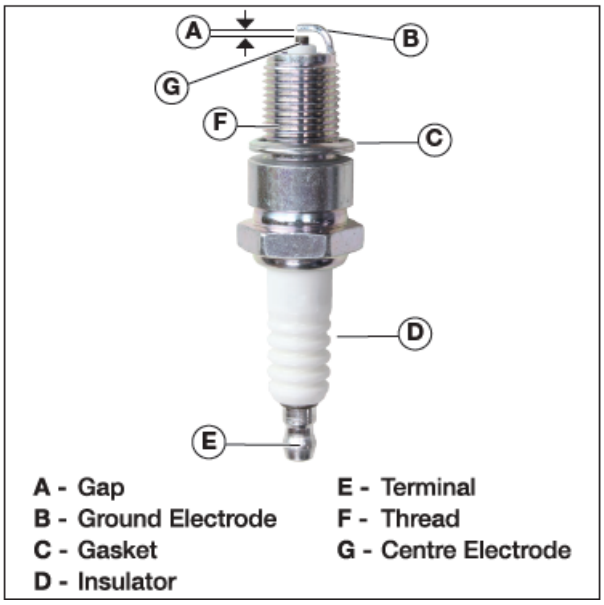

Figure 44 Spark Plug
- Spark plug gap of 0.7 mm or 0.028 inch (see Figure 44); after cleaning with a wire brush, check using a spark plug gap tool or feeler gauge and adjust by carefully bending the ground electrode. Always check the gap of a new spark plug before installing it.